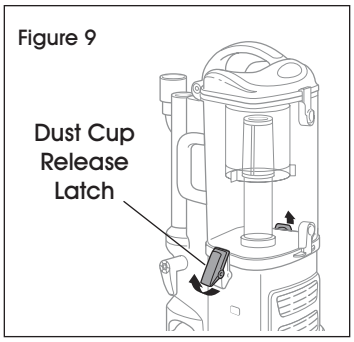

Figure 9
1. Pull up on dust cup release latch and lift dust cup off canister. Empty dust cup after each use. (See Figure 9)